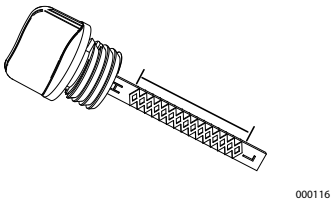

Figure 2-8. Safe Operating Range
6. See *Figure 2-8*. Remove dipstick and verify oil level is within safe operating range.